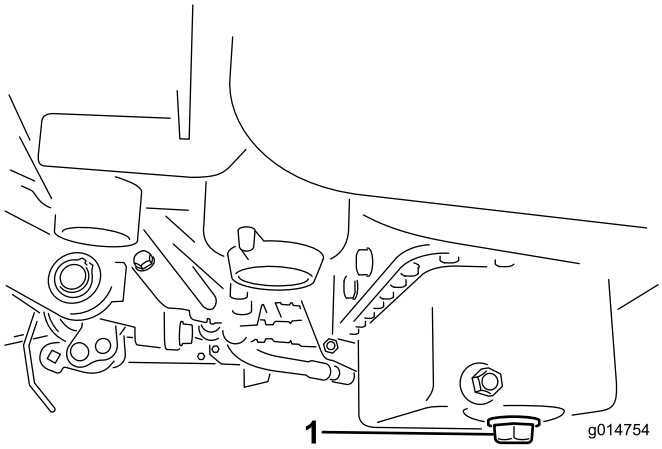

Figuur 47
1. Verwijder de aftapplug en laat de olie in een opvangbak lopen. Als er geen olie meer naar buiten stroomt, plaatst u de aftapplug terug (Figuur 47).